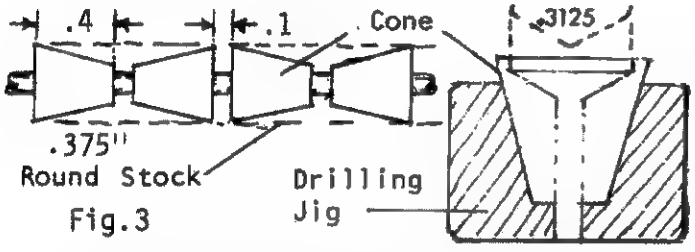

Fig.3
c. The cones are best made on a Unimat or similar type small metal lathe. Several cones can be turned at once and then cut into separate pieces.(Fig.3)
d. Place finished cones in a drilling jig on a drill press.(Fig.3) Drill through cone with a .0625" dia drill.
-Individual Parts Specs (See Fig.3)
d. Thrust Washers (2): .65"ID/1.0"OD. Washers may be fiber or nylon, approximately .1" thick.